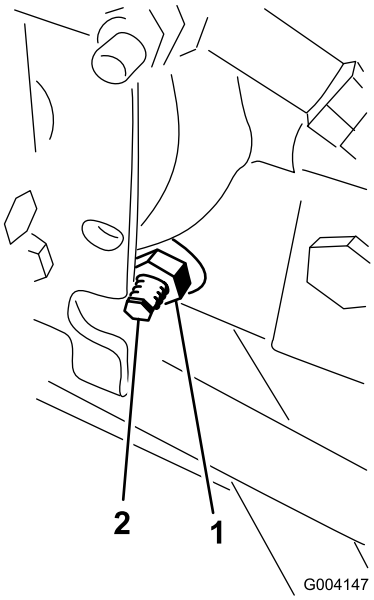

Figura 60
3. En el lado derecho del hidrostato, afloje la contratuerca de la leva de ajuste de tracción (Figura 60).